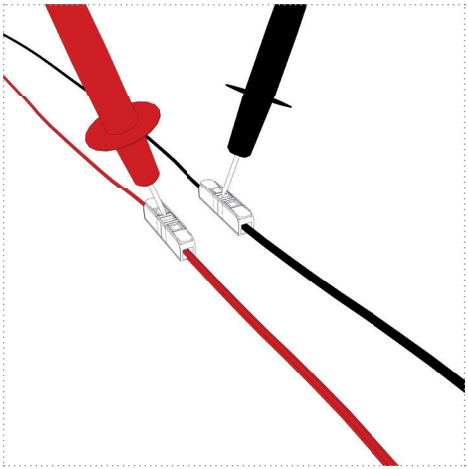

Figure 20
6. Réinsérez/activez le fusible du circuit de l'unité UV et vérifiez la présence de la tension secteur correcte aux bornes de test (figure 20).